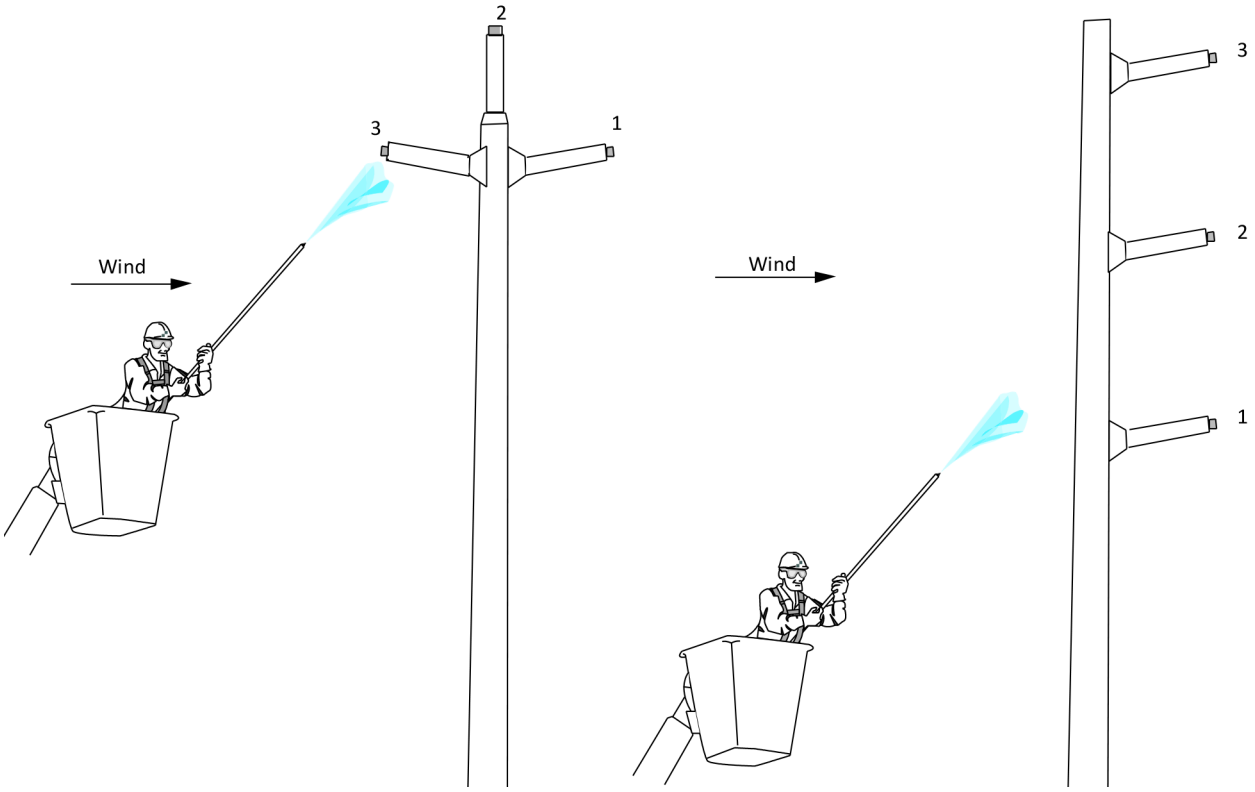

Figure 5.6.5. Washing Post-Type Insulators.
- For *delta construction*, change the sequence depending on the insulator orientation, nozzle position, and wind direction. (See Figure 5.6.5.)